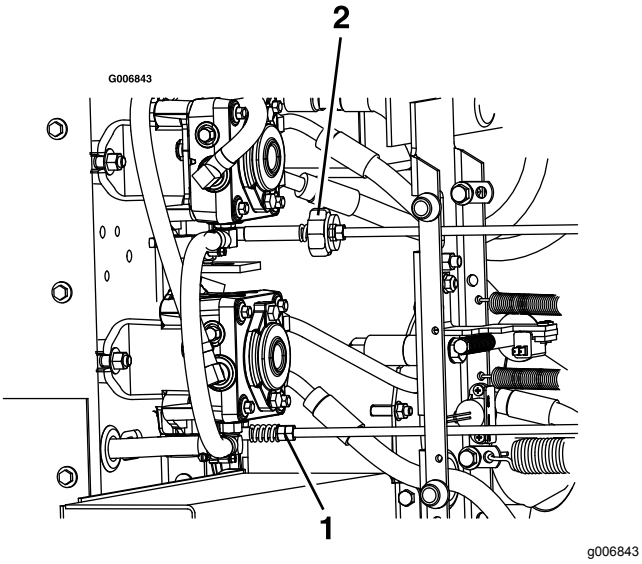

Figur 65
9. Du kan opnå positionen NEUTRAL ved at justere den venstre og højre pumpestyrestangs ledforbindelser, der forbinder styrekontrollen til pumpestyringens arme, indtil hjulene stopper eller kryber en smule i bakgear (Figur 65).
11. Juster den højre pumpeforbindelse ved at dreje dobbeltmøtrikkerne på enheden med en skruenøgle (Figur 65).